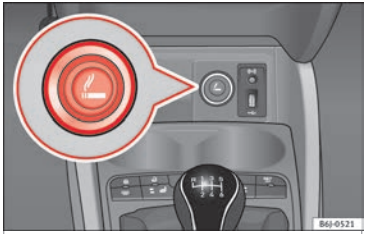

Fig. 145 Lighter.
– Press on the cigarette lighter ››› **Fig. 145** to activate it ››› ⚠.